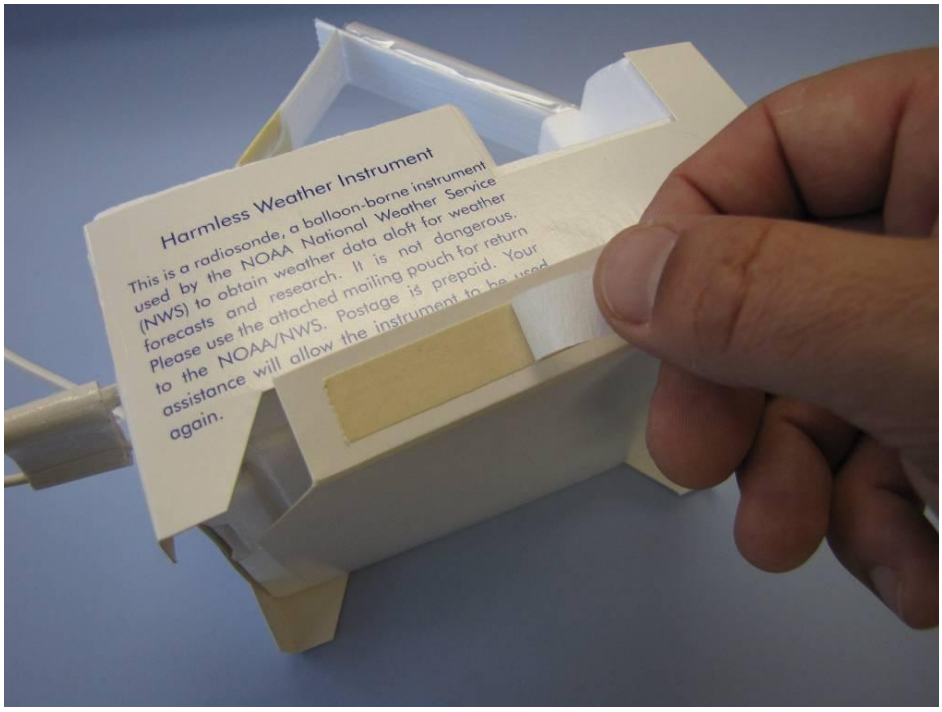

Figure 6 - Removing the Adhesive Backing.
5.1 Remove the adhesive backing from the bottom panel of the sleeve. See figure 6.